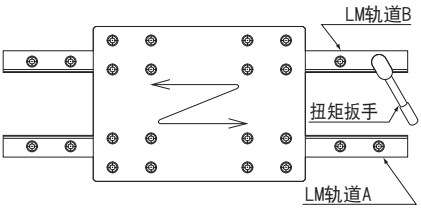

图24
(4) 工作台在整个行程之间往复移动数次后，再用扭矩扳手将LM轨道B的固定螺栓全锁紧。(图24)